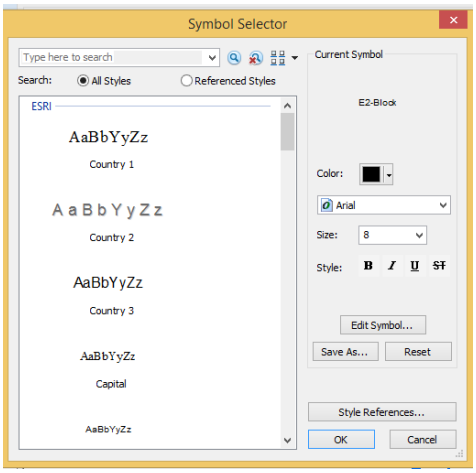

Figure 3.16. Labelling symbol selector
- Select symbol option as shown in figure 3.16.